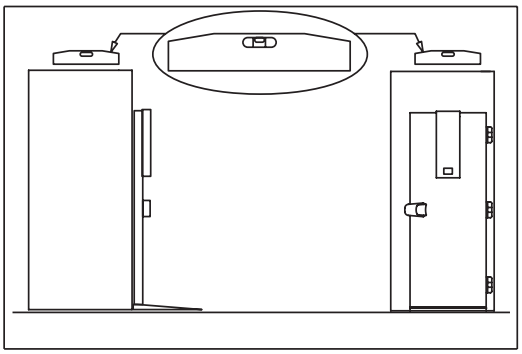
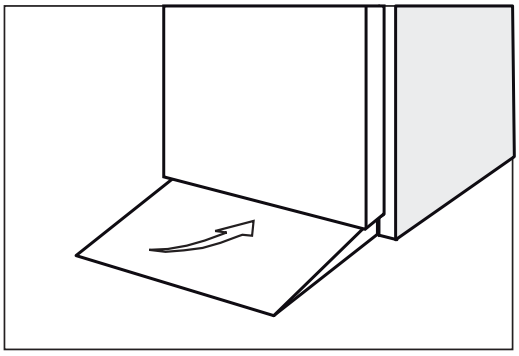

Fig.5
Fig.6
- position the retarder-proofer/dough-retarder Refrigerated Room using a level with possible adjustment of the feet of the metal base (Fig. 5)
- place the access ramp (Fig. 6)
- position the retarder-proofer/dough-retarder Refrigerated Room as described above (Fig. 5)
Parameters (Fig.5)	Modify parameter (Fig.6)